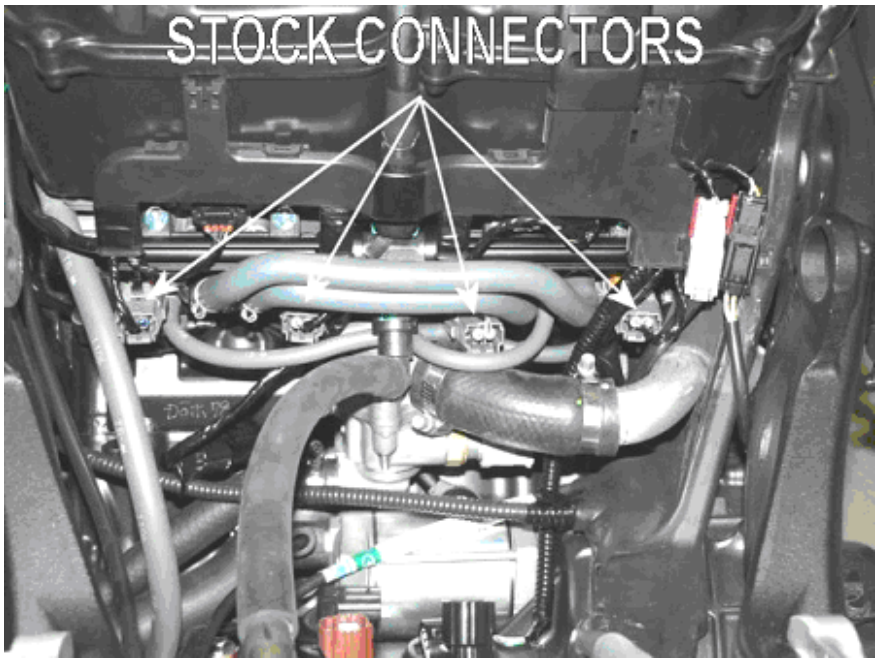

Fig.1
3. Die vier Verbinder der **unteren Injektoren**, die sich unter dem Luftfilterkasten befinden, ausfindig machen und abtrennen (**Fig.1**).